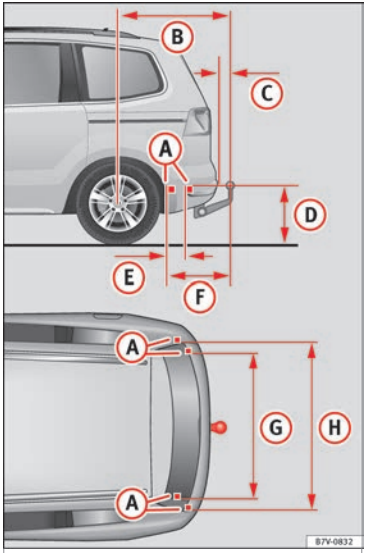

Fig. 232 Measurements and attachments to retrofit a tow hitch
In any case, the separation distances must be observed when fitting a tow hitch. The distance between the centre of the tow hitch ball and the road surface ››› Fig. 232 (D) must never be lower than that indicated. This also applies when the vehicle is fully laden, including maximum drawbar load.
Separation distances ››› Fig. 232: